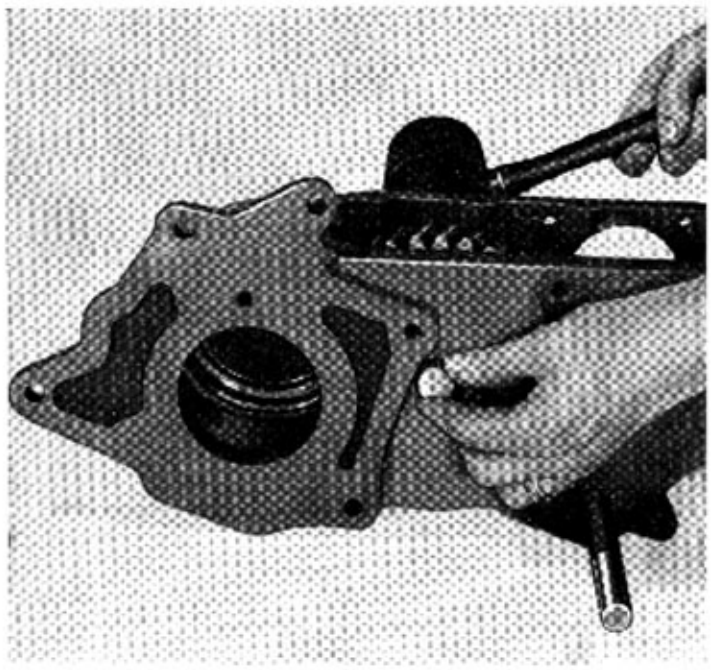

Bild 43-21. Montering av axel för mellanhjul VOLVO
1. Sätt nållagren och distanshylsan mellan lagren i mellanhjulet. Montera därefter lagerhylsan i hjulet. Fäst tryckbrickorna för mellanhjulet vid huset med fett och styr upp den främre brickan med dorn SVO 2526, se bild 43-21 och den bakre brickan med axeln. Placera mellanhjulet i huset och för in axeln.